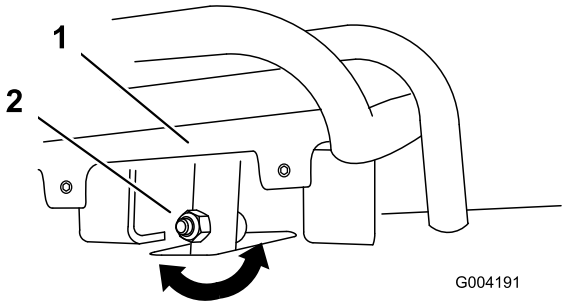
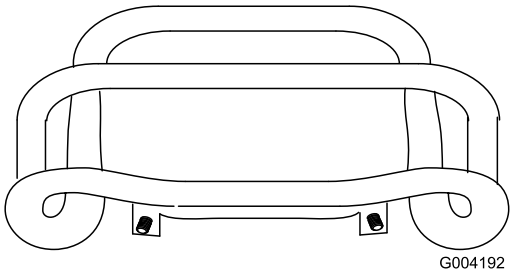

Figur 54
Figur 55
4. Om drivreglagets främre del inte ligger tätt intill och i rät vinkel mot referensstaven lossar du flänsmuttern och skruven på drivreglagets skaft (Figur 54).
5. Justera drivreglaget så att det ligger tätt intill mot referensstaven när det dras rakt bakåt (Figur 54 och Figur 55).
C. Lossa flänsmuttern och skruven på drivreglagets skaft (Figur 54).
I. Justera drivreglaget så att det ligger tätt intill mot referensstaven när det dras rakt bakåt (Figur 54 och Figur 55).